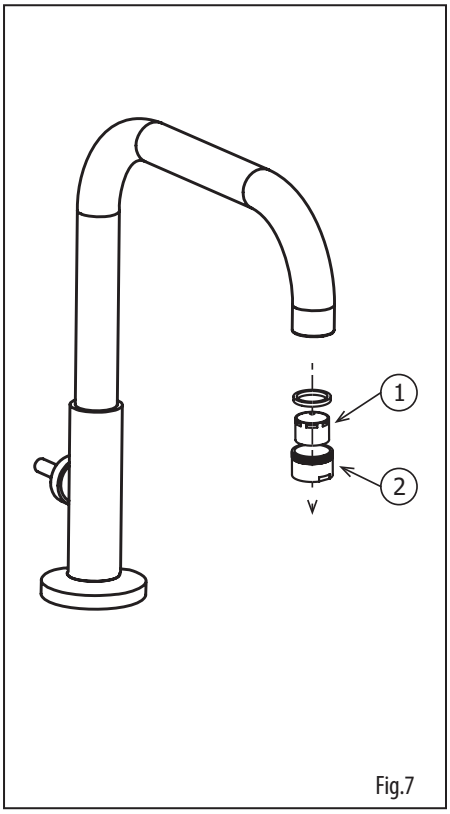

Fig.7
To clean the aerator (1), unscrew the aerator case (2) from the spout. Then pull out the aerator and soak it in a vinegar and water solution to remove lime build-up. Once parts have been cleaned, reassemble by reversing steps. Fig.7.
Pour nettoyer l'aérateur (1), dévisser le boîtier de l'aérateur (2) du robinet. Ensuite, enlever l'aérateur et le tremper dans un mélange de vinaigre et d'eau pour enlever le calcaire qui pourrait s'y être accumulé. Une fois les pièces nettoyées, inverser les étapes pour réassembler l'aérateur. Fig.7.